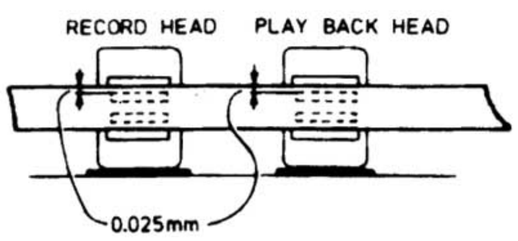

Figure 13
C. Adjustment of the Head Height (Figure 13)